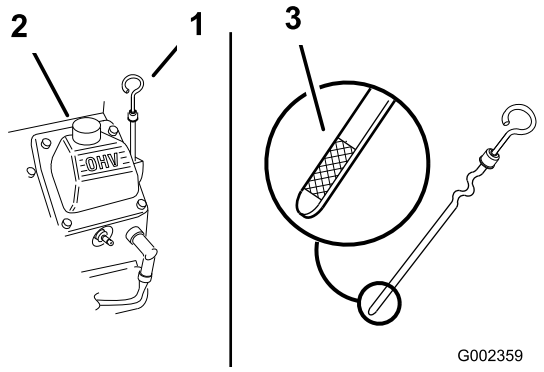

Figuur 23
3. Maak de omgeving van de peilstok (Figuur 23) schoon, zodat er geen vuil in de vulopening kan komen, wat in motorschade kan resulteren.
4. Verwijder de peilstok en veeg het uiteinde schoon (Figuur 23).
5. Peilstok helemaal in de vulbuis schuiven, niet vastdraaien in de buis (Figuur 23).
6. Giet ca. 80 % van de gespecificeerde hoeveelheid olie langzaam in de vulbuis (Figuur 23).